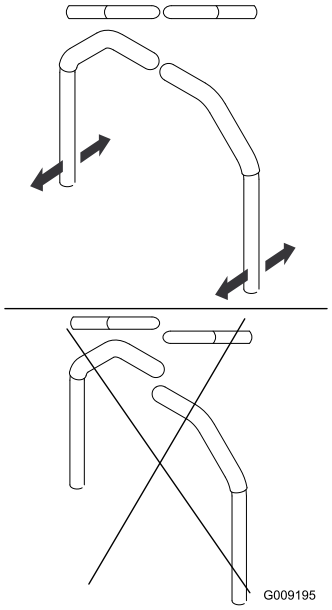

Figur 75
4. Rikta in reglagen i främre-bakre läge genom att föra ihop dem i neutralläget, skjuta dem tills de är inriktade och sedan dra åt skruvarna (Figur 75).